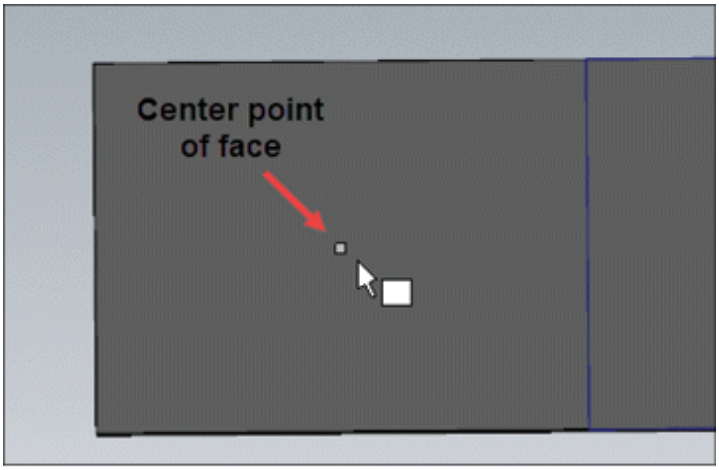

Figure-23. Selecting center point of face
- Select the **Face Center** option from the drop-down to select center of a face; refer to Figure-23.